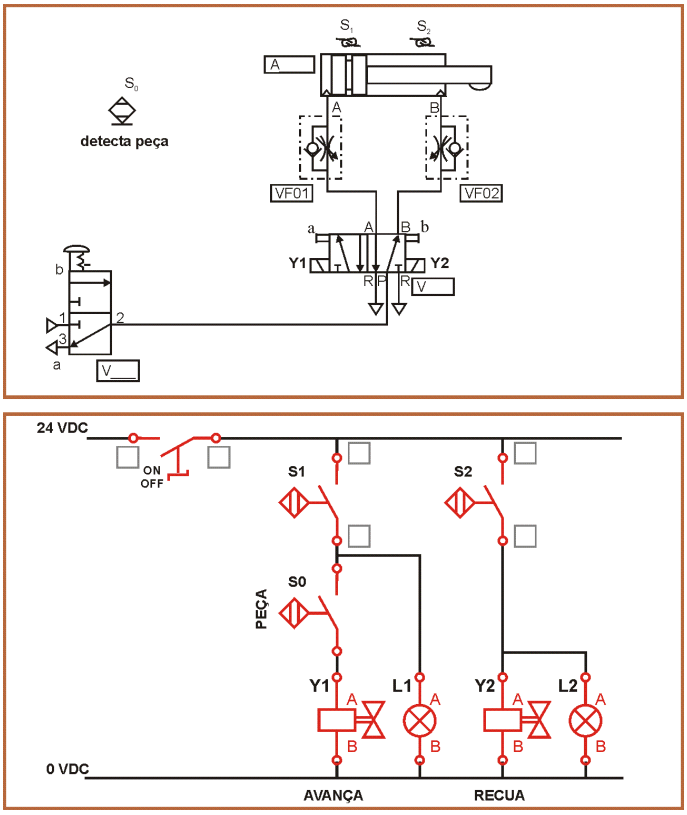

**Fig. 4 – Circuito electropneumático para implementação do mecanismo da fig. 3**
O esquema proposto na fig. 4 apresenta uma possível implementação deste tipo de mecanismos.
**2c)** Tendo em conta o material disponível na sua bancada, implemente o circuito da fig. 4, e insira códigos numéricos onde adequado.
**2e)** Simule o circuito da fig. 4 no PneuSimPro.